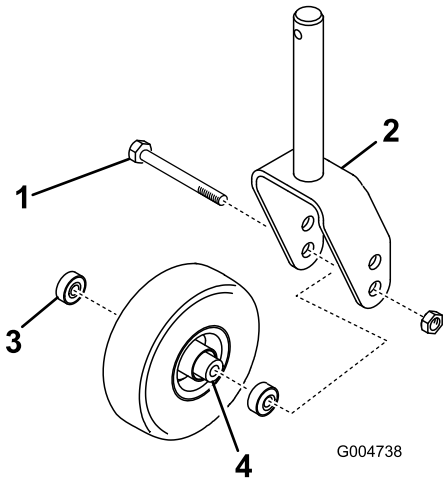
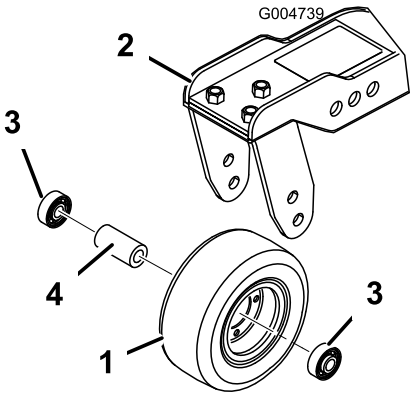

Figur 80
Figur 81
1. Lossa låsmuttern från bulten som fäster svänghjulet mellan hjulgaffeln (Figur 80) eller svänghjulsarmen (Figur 81). Ta tag i svänghjulet och skjut ut bulten ur gaffeln eller svängarmen.
2. Ta bort lagret från hjulnavet och låt lagerdistansbrickan falla ut (Figur 80 och Figur 81). Ta bort lagret från hjulnavets motsatta sida.